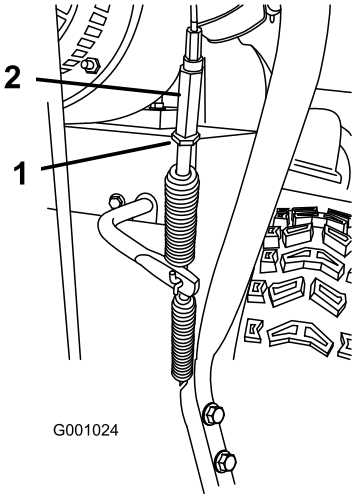

Bild 46
5. Lösen Sie die Klemmmutter (Bild 46).
6. Lösen oder ziehen Sie die Spannschraube an, um die Kabelspannung einzustellen (Bild 46).